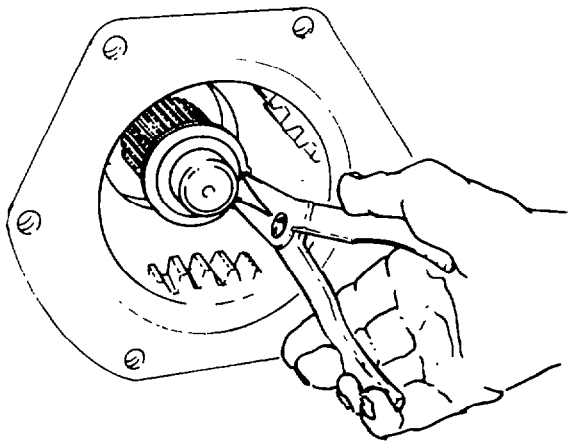

Fig. 176 — Removing Retaining Snap Ring
n. Remove the fourth gear selective thrust washer retaining snap ring and remove the thrust washer from the mainshaft (see figs. 176 and 177).